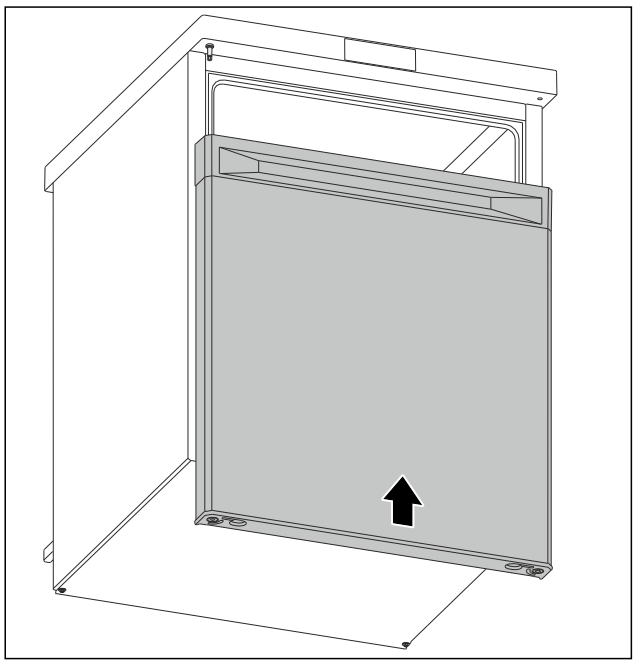

Fig. 15
▶ Skjut på dörr i stängt läge på övre bulten. (se Fig. 15)